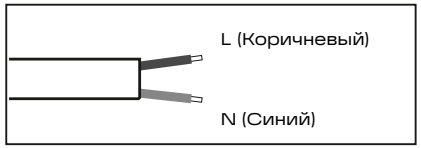

Рис. 1
5.9 Выполните электрическое подключение осветительного прибора согласно рис.1. Для версий с DALI подключение кабеля управления DALI осуществляется напрямую в клеммную колодку драйвера (DA).